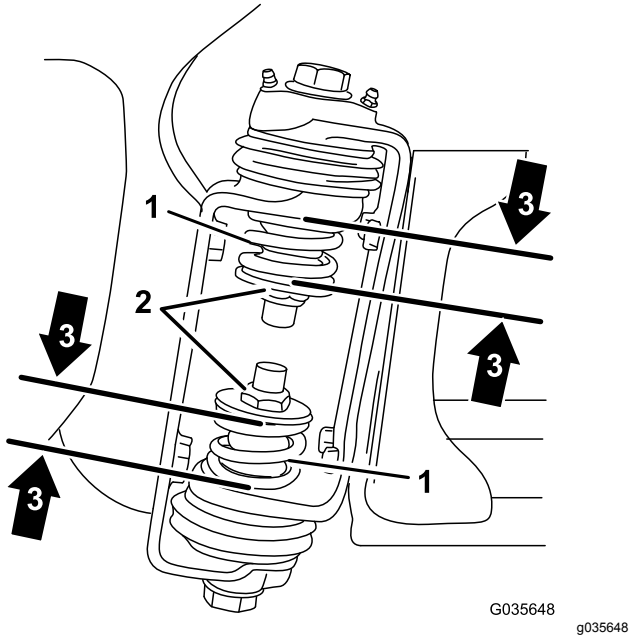

Figur 3
3. Ved bomhengselen bør du måle kompresjonen til øvre og nedre fjær (Figur 3).
B. Bruk låsemutteren (Figur 3) til å komprimere alle fjærene som er lenger enn 3,96 cm.